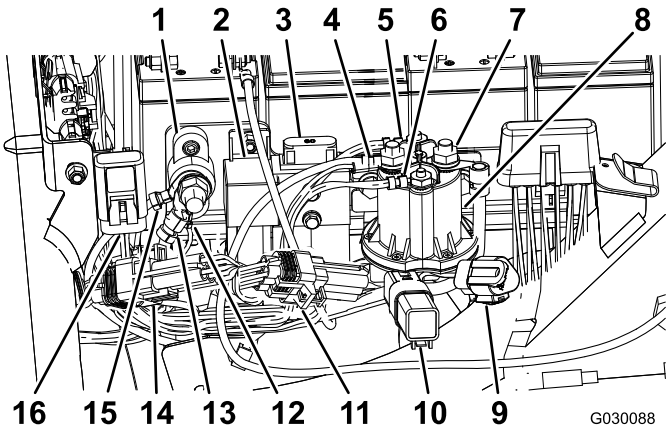

Figur 8
11. Afmonter og bortskaf hætten fra 10 A 58 V-sikringen (en rød ledning og en gul ledning). Se Figur 8.